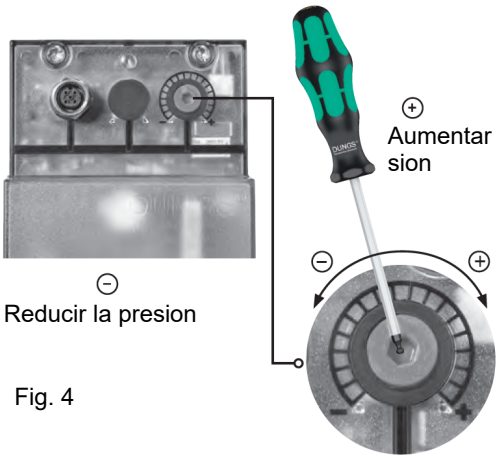

Fig. 4
ATENCIÓN: Para ajustar la presión de salida del regulador VD-R, actúe sobre la tuerca del anillo de ajuste apropiado (Fig. 4)
2. Desplazar el VD hacia adelante hasta el tope, fig. 4.